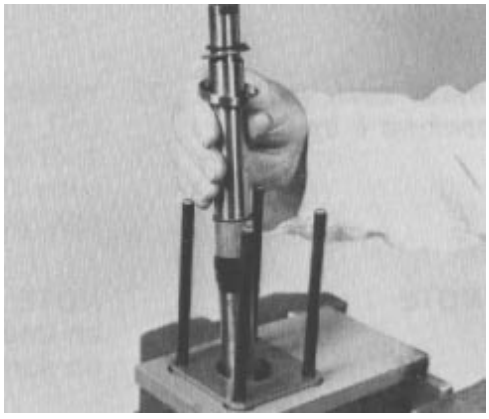

Figure 68
6. Slide the input shaft into the upper cover end of the upper cover & jacket and through the bushing until the retaining ring bottoms against the washer. Make sure the washer bottoms against the retainer plate recessed face and the retainer plate seats against the end of the jacket tube (Fig. 68).